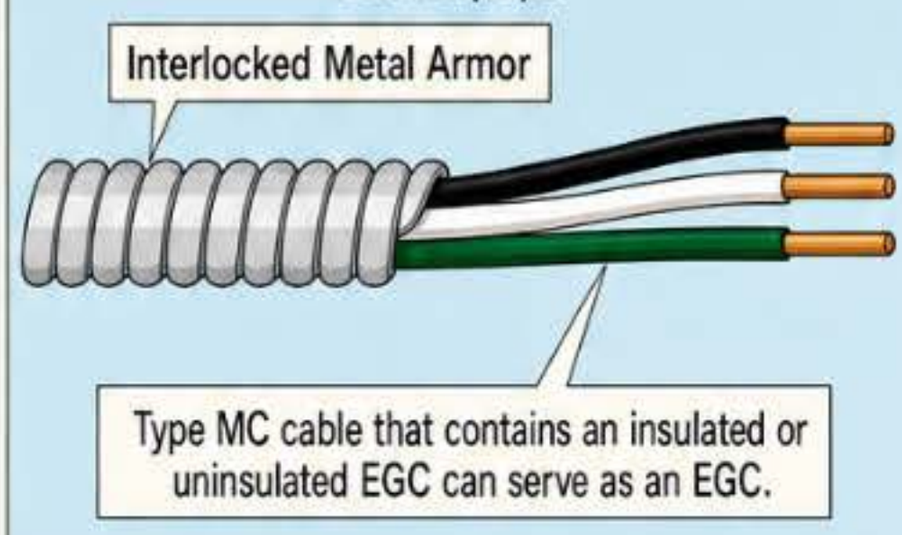

Figure 250–217
b. Where the metallic sheath and uninsulated equipment grounding/bonding conductor is listed and identified as an equipment grounding conductor. Figure 250–218.